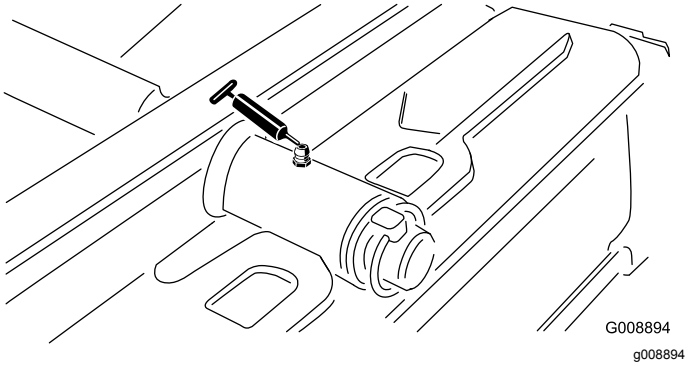

Figur 49
- Bageste klippeenheds drejetap (Figur 49)